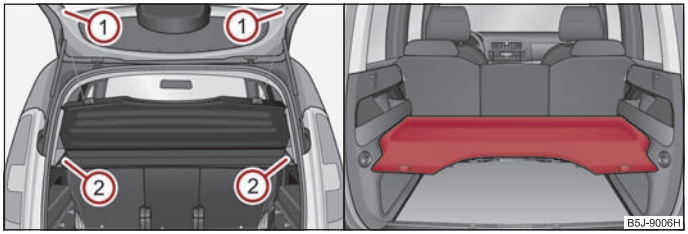

Fig. 60 Removal of the luggage compartment cover / Luggage compartment cover in the lower position
- Unhook the support straps (1) ⇒ fig. 60.
- Remove the luggage compartment cover from the holder (2) by pulling to the rear or with adequate blows to the bottom side of the cover.
- Install again by pushing the luggage compartment cover forwards into the holder (2) and hanging the support straps (1) on the boot lid.
The luggage compartment cover can also be put into the lower position on the supporting elements ⇒ fig. 60 on the right.